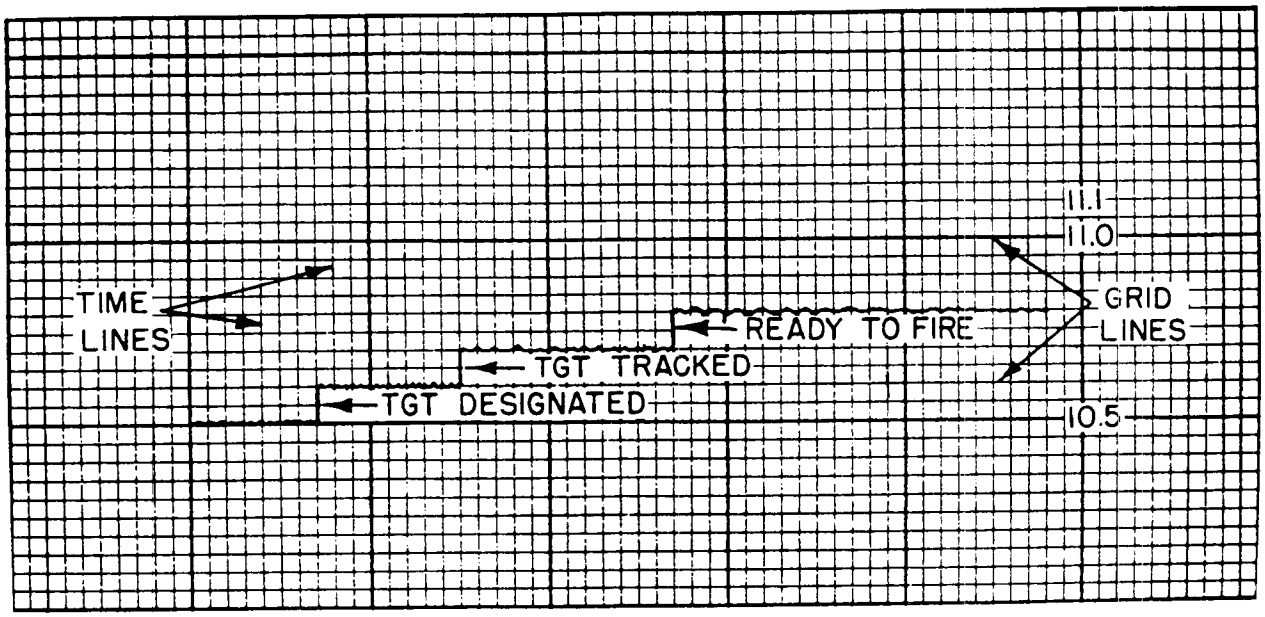

*Figure 123. Hypothetical on-off galvanometer trace.*
*b. On-Off Type Signals* (fig. 123). As shown in table XLVIII, channel 21 records the time of occurrence of six events—target designated, target tracked, ready to fire, fire, launch, and burst. The zero-trace (column 3) appears at 10.5 inches from the edge of the paper. Therefore, prior to the time the target is designated, the galvanometer trace will appear at the 10.5-inch position on the recording paper. The 0.1-inch spaced grid lines make the location easier. Column 4 of table XLVIII shows the maximum trace deflection to be 0.6 inch (10.5 to 11.1). Assume each of the six signals cause the galvanometer trace to deflect